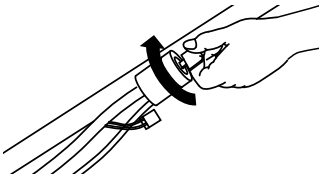
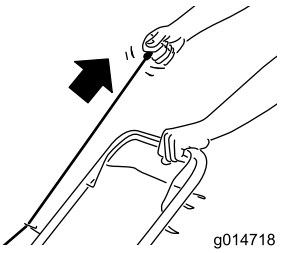

Figur 16
Figur 17
2. Vri om tenningsnøkkelen (kun for modeller med elektrisk start, se Figur 16) eller trekk tilbakespolingshåndtaket (Figur 17).